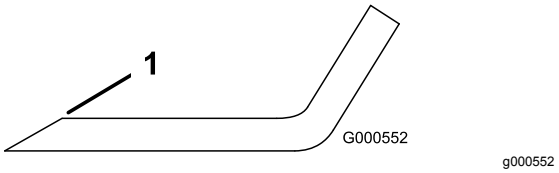

Figuur 117
1. Gebruik een vijl om de snijranden aan beide uiteinden van het mes te slijpen (Figuur 117).
Opmerking: Als het mes niet in balans is, moet u wat metaal afvijlen van het uiteinde van de vleugel (Figuur 117).